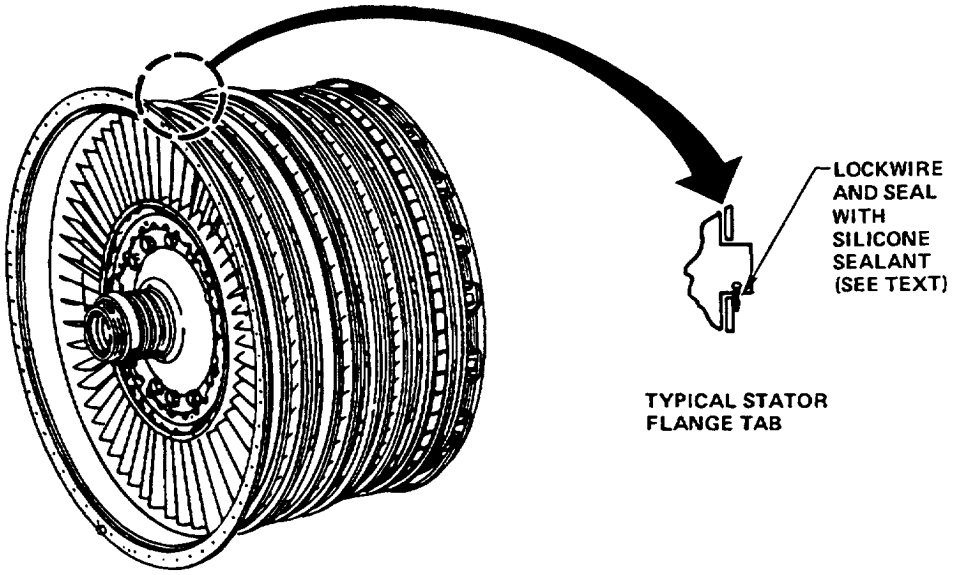

Figure 12. Flange, Front Compressor Rotor and Stator – Tab Lockwire and Sealing
(1) Secure 1st, 2nd and 3rd stage stators in place by lockwiring (MS9226–04 wire) tabs at stator flanges. Make the twisted length about 0.500 inches long and twist the wire ends along sides of each tab (Figure 12).